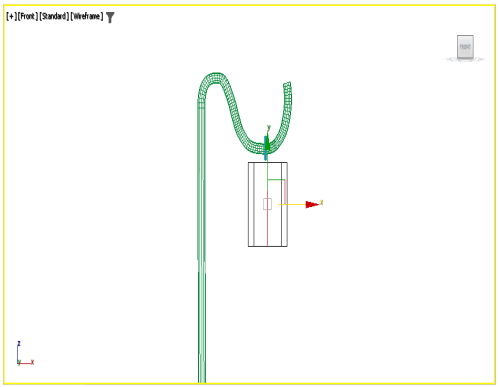

Figure 5-31 *The edge selected*
6. Click on the arrow in the modifier stack; all sub-object levels are displayed. Select the **Edge** sub-object level. Now, activate the Front viewport and select the edge, as shown in Figure 5-31.